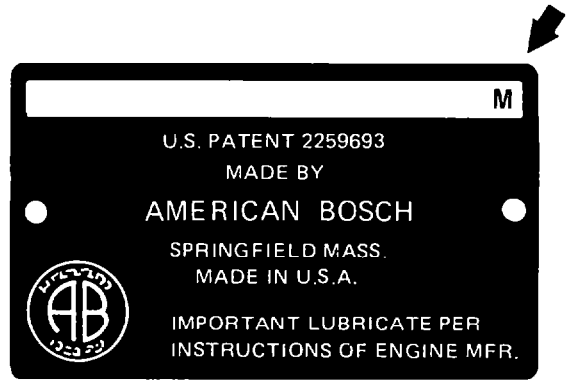

Fig. 135 — Lettering Governor Nameplate
c. Stamp the letter "M" on the governor nameplate as indicated in fig. 135.
f. Stamp the letter "M" on the governor nameplate as indicated in fig. 135.